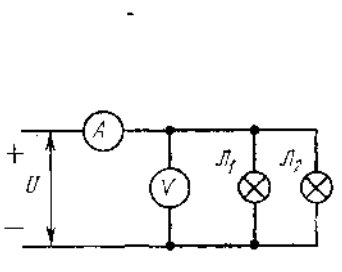
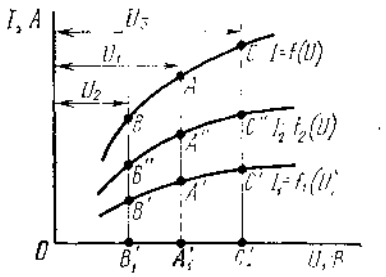

Рис. 12. Схема для снятия вольтамперной характеристики двух параллельно соединенных ламп накаливания
Рис. 13. Вольтамперные характеристики ламп накаливания при параллельном соединении
Расчет разветвленной электрической цепи с двумя параллельно соединенными лампами накаливанияЛ1 и Л2 (рис. 12) выполняют так. Сначала на графике (рис. 13) строят вольтамперные характеристики ламп $I_1=f(U_1)$ и $I_2=f(U2)$. Для построения общей вольтамперной характеристики надо: выбрать произвольное значение напряжения U_1на оси абсцисс (отрезок OA_1'); через точку A_1' провести прямую, параллельную оси ординат, и найти точки A′ и A" на вольтамперных характеристиках ламп и сложив ординаты этих точек, найти точку А. Принимая другие значения напряжений I_2 и I_3, аналогично получаем точки В и С, через которые проходит общая вольтамперная характеристика.
9. Собрать схему по рис. 12 с параллельным соединением ламп 25 и 40 Вт и дать проверить ее преподавателю.